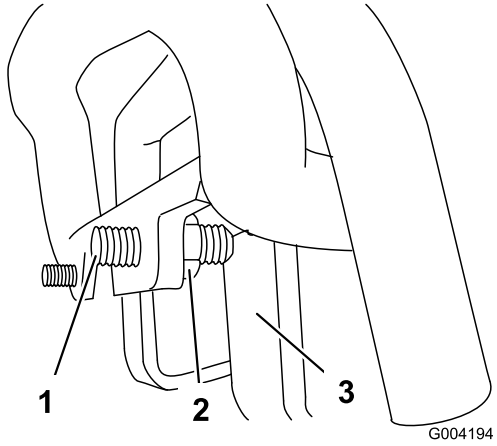

Figur 54
3. Om traktorenheten drar åt **vänster**, lossa **höger** kontramutter och justera inställningsskruven framtill på drivreglaget (Figur 54).
4. Om traktorenheten drar åt **höger**, lossa **vänster** kontramutter och justera inställningsskruven framtill på drivreglaget (Figur 54).